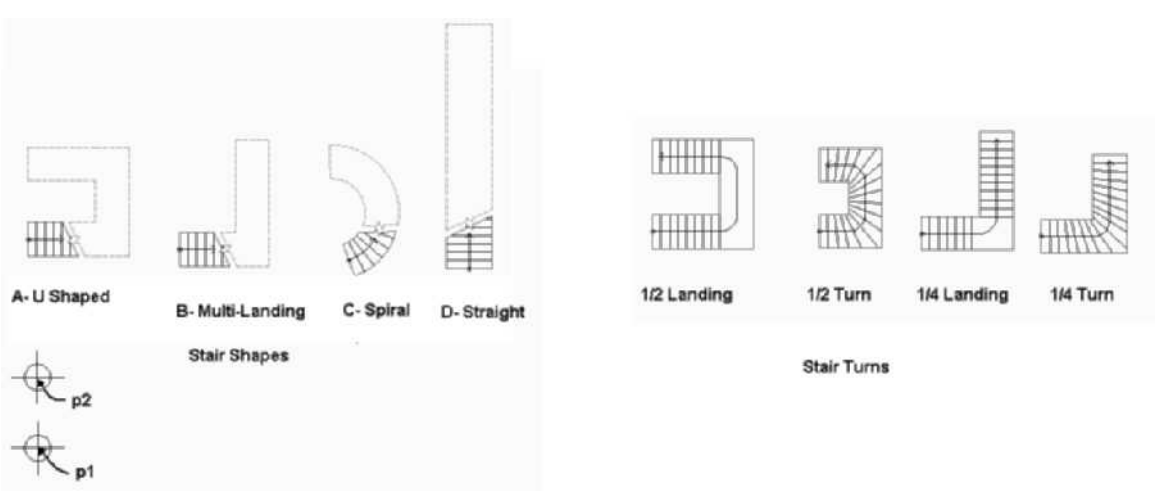
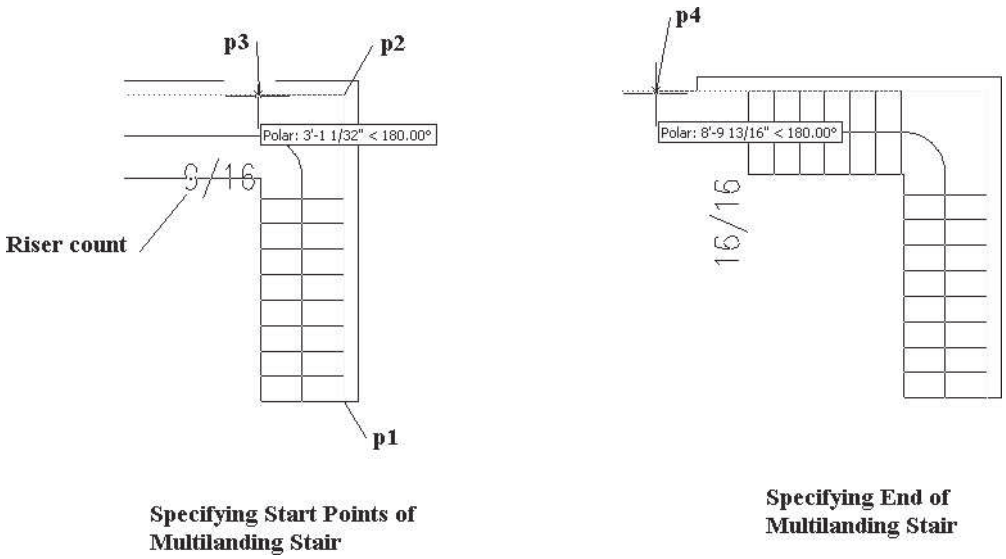

FIGURE 9.3 *Stair shape and turn options*
FIGURE 9.11 *Start and end flight points of a multi-landing stair*
The options of the StairAdd command are set in the Properties palette shown at the right in Figure 9.2. The following options can be selected from the workspace: Shape, Style, Tread, Height, Width, Justify, Next, Flight Length, Match, and Undo. Additional options can be selected from the Properties palette as described below. When you choose a Shape option the content in the Design tab of the Properties palette changes according to the needs of the shape. The shape and turn options are shown in Figure 9.3. The **Calculation Rules** button opens the **Calculation Rules** dialog
6. Select the stair A as shown in Figure 9.3. Verify the Shape is U-Shaped in the General section of the Design tab in the Properties palette. Select the remaining stairs and verify the shapes as defined in Figure 9.3.
7. Choose the Stair tool from the Design palette. Choose the U-Shaped from the Shape flyout list in the Properties palette. Turn types may be specified for U-Shaped and Multi-landing stairs. The 1/2 landing turn type was specified for the stair A as shown in Figure 9.3.
`Flight start point or: (Choose a point at p1 to start the stair as shown in Figure 9.3)`
11. The Dimensions section of the Design tab may be edited during or after placement of a stair. Select the Straight stair at D as shown in Figure 9.3. The **A-Width** field of the stair is 3'-8"[1000]. Edit the width to **4'-0"[1200]**. Retain the selection of the stair.
20. Select the D straight stair as shown in Figure 9.3. Choose **Isolate Objects** from the General panel. Choose **East** from the View Cube.
The multi-landing stair can include one or more landings and stair flights. The second stair flight can be straight or at an angle to the first flight. If the multi-landing stair turns at an angle, you can specify the type of turn in the **Turn type** field in the Design tab of the Properties palette. The turn types are shown in Figure 9.3. The **1/2 Landing** turn type and Right justify was selected to place the stair shown in Figure 9.11 for the workspace prompts shown below. The **1/2 Landing** is created by starting the second flight at the end of the landing. The display of the riser count is dynamically displayed as you place the endpoint of the flight.
> Flight start point or: *(Using Endpoint object snap, select point* p1 *as shown at the left in Figure 9.11.)*
> Flight endpoint or: *(Using Endpoint object snap, select point* p2 *as shown at the left in Figure 9.11.)*
> Flight start point or: *(Move the cursor to the left until polar track tip distance equals at least 3', and then left-click to specify point* p3 *as shown at the left in Figure 9.11.)*
> Flight endpoint or: *(Move the cursor to the left, and select a point beyond the dynamic display of the stair near* p4 *as shown at the right in Figure 9.11.)*